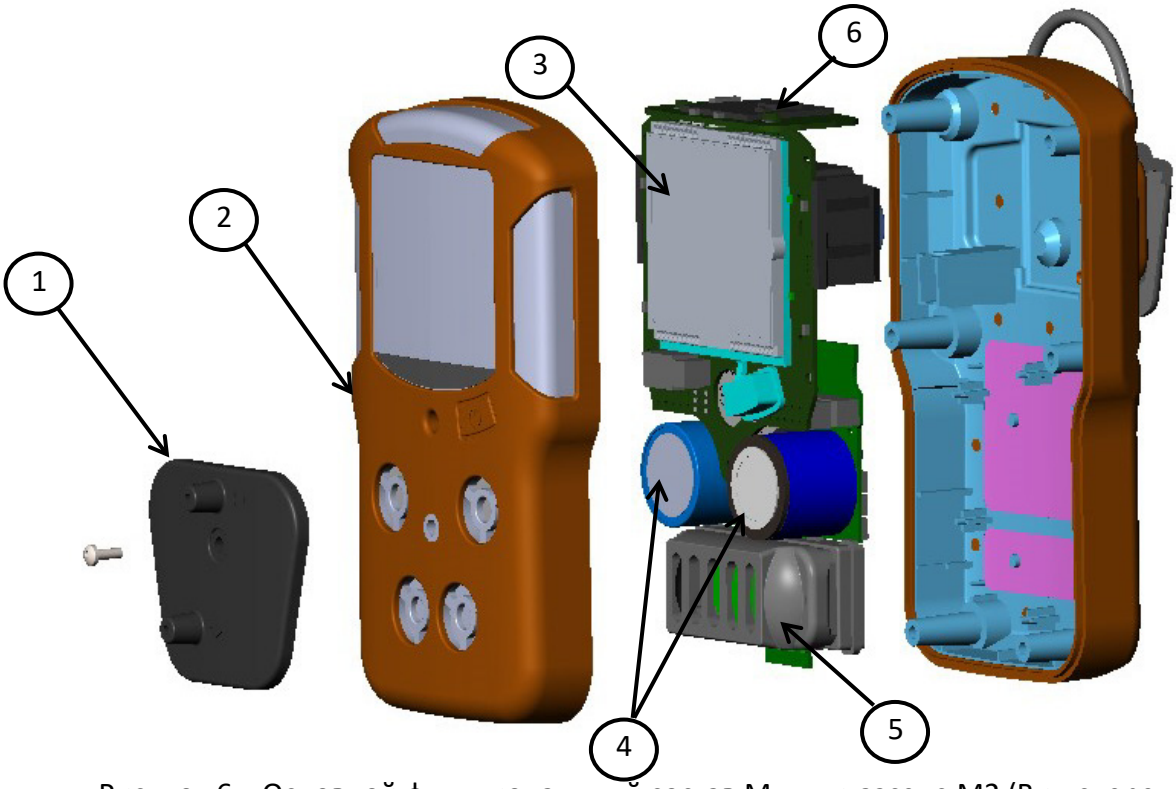

Рисунок 6 – Основной функциональный состав Мультигазсенс-М2 (Вид спереди)
1.7.1 Прибор состоит из следующих основных компонентов (рисунок 6 - 7):